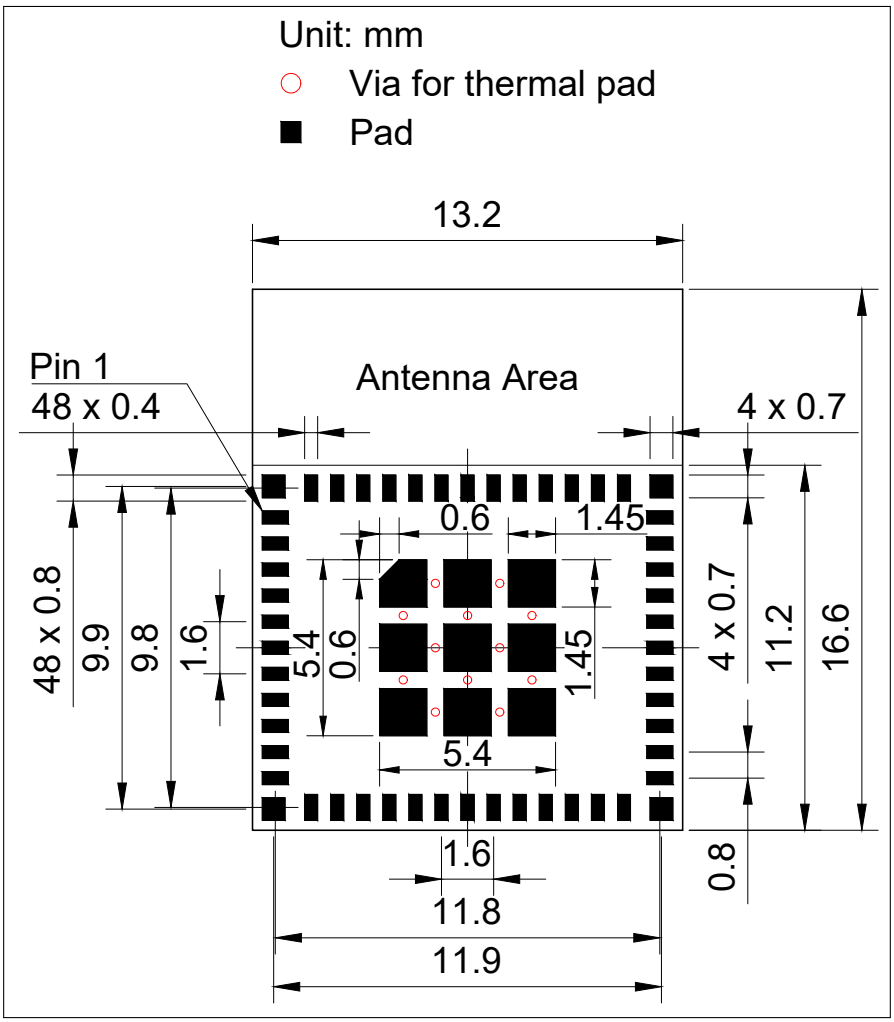
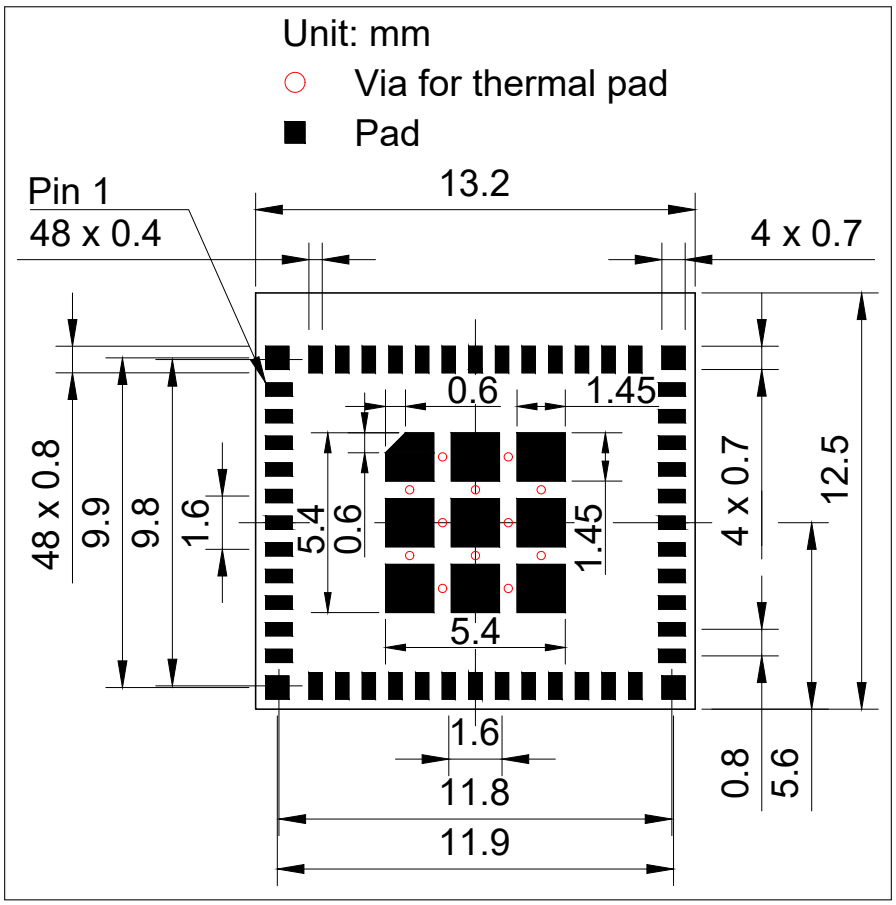

图 11: ESP32-H2-MINI-1 推荐 PCB 封装图形
图 12: ESP32-H2-MINI-1U 推荐 PCB 封装图形
- 推荐 PCB 封装图，标有 PCB 设计所需的全部尺寸。详见图 11 *ESP32-H2-MINI-1 推荐 PCB 封装图形* 和图 12 *ESP32-H2-MINI-1U 推荐 PCB 封装图形*。
- 推荐 PCB 封装图的源文件，用于测量图 11 和 12 中未标注的尺寸。您可用 Autodesk Viewer 查看 ESP32-H2-MINI-1 和 ESP32-H2-MINI-1U 的封装图源文件。